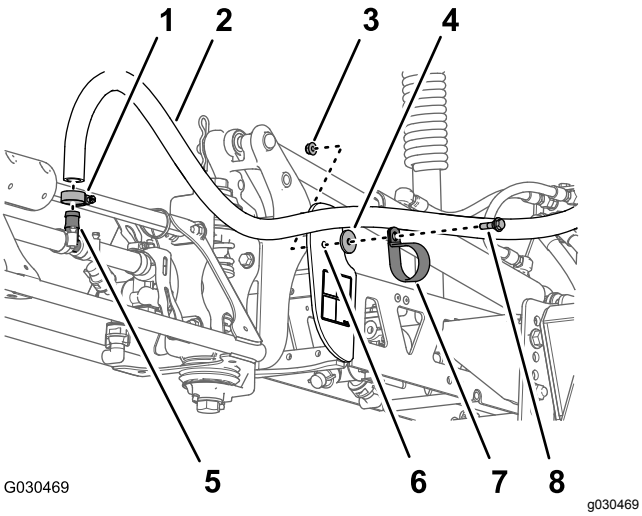

Figur 61
1. Ved fremre side av sprederbomseksjonen, fjerner du R-klemmen, skulderbolten (5/16 tomme), skiven (5/16 tomme) og flenslåsemutteren (5/16 tomme) som fester bomslangen til rammen til midtseksjonen (Figur 61).
2. Fjern slangeklemmen og bomslangen fra T-stykket med mothaker (Figur 61).